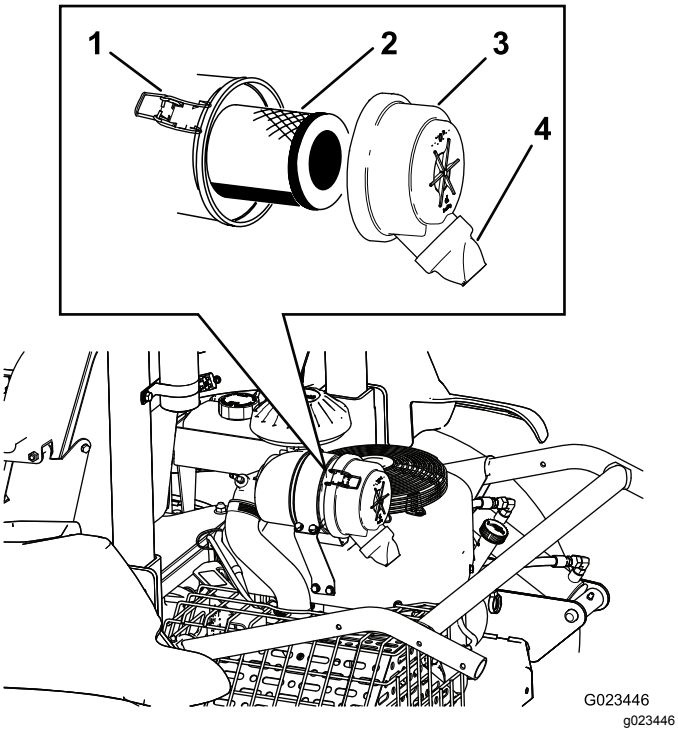

**Figur 42**
2. Utløs låsene som fester luftrenserdekslet til luftrenserhuset (Figur 42).